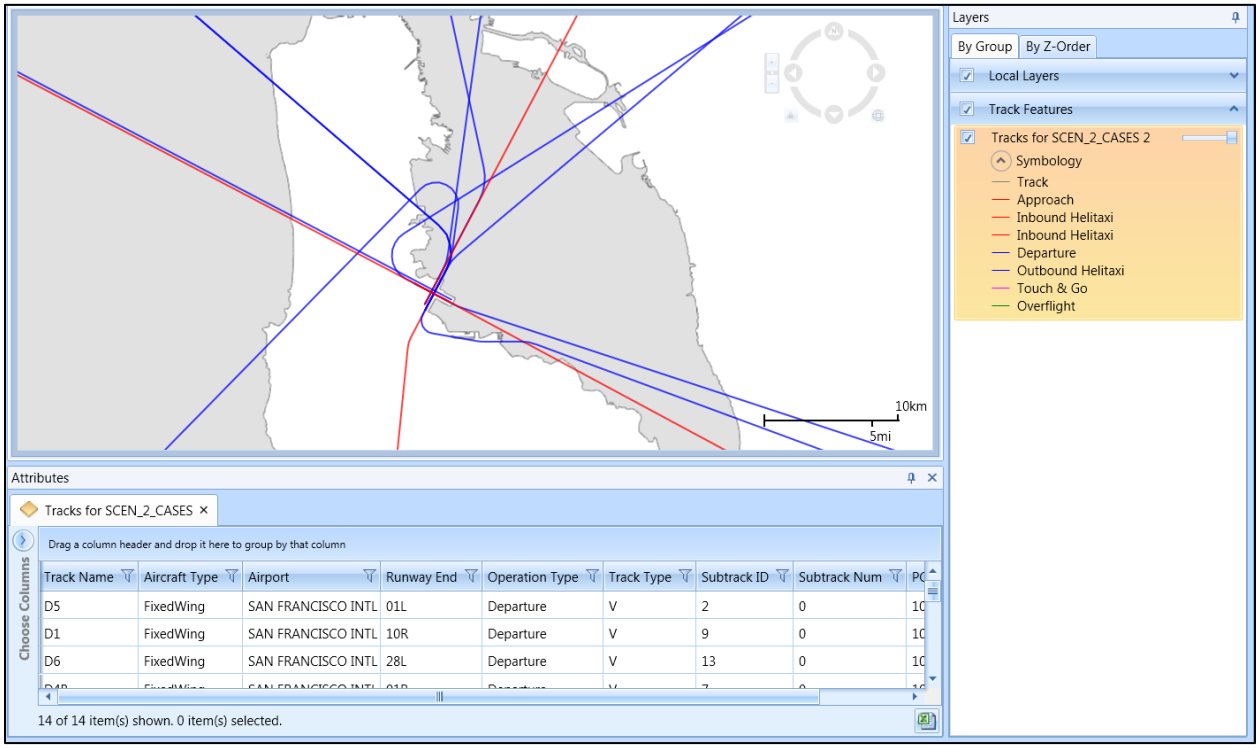

Figure 5-24 Sample Tracks Layer with Attributes
3. The tracks layer is displayed on the map (Figure 5-24) and in the *Layers* manager.
The following attributes are available for tracks layers: track name, aircraft type, airport, runway end, operation type, track type, subtrack ID, subtrack number, and percent dispersion (Figure 5-24). See Appendix B.3 for descriptions of the attributes.